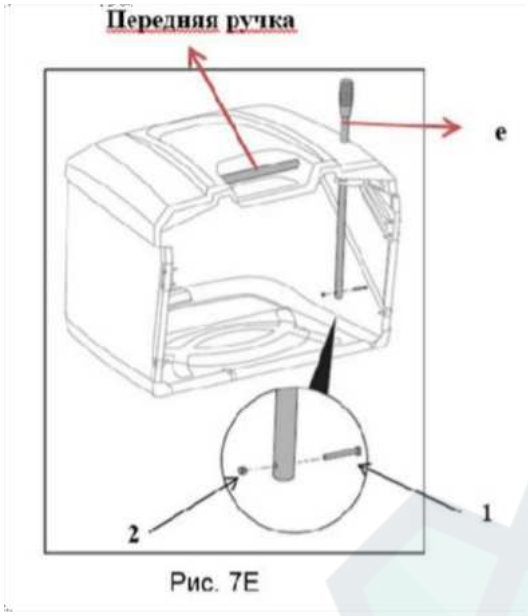

Рис. 7E
5. Вставьте рычаг для высыпания травы (e) и зафиксируйте его винтами с плоской головкой и крестообразным шлицем (1, M5*32) и шестигранной стопорной гайкой (2, M5) на конце. Сборка завершена (рис. 7E).
1. Возьмитесь левой рукой за переднюю рукоятку (Рис. 7E) на верхней крышке, а правой рукой за заднюю рукоятку (Рис. 7D), расположенную на поворотной раме.